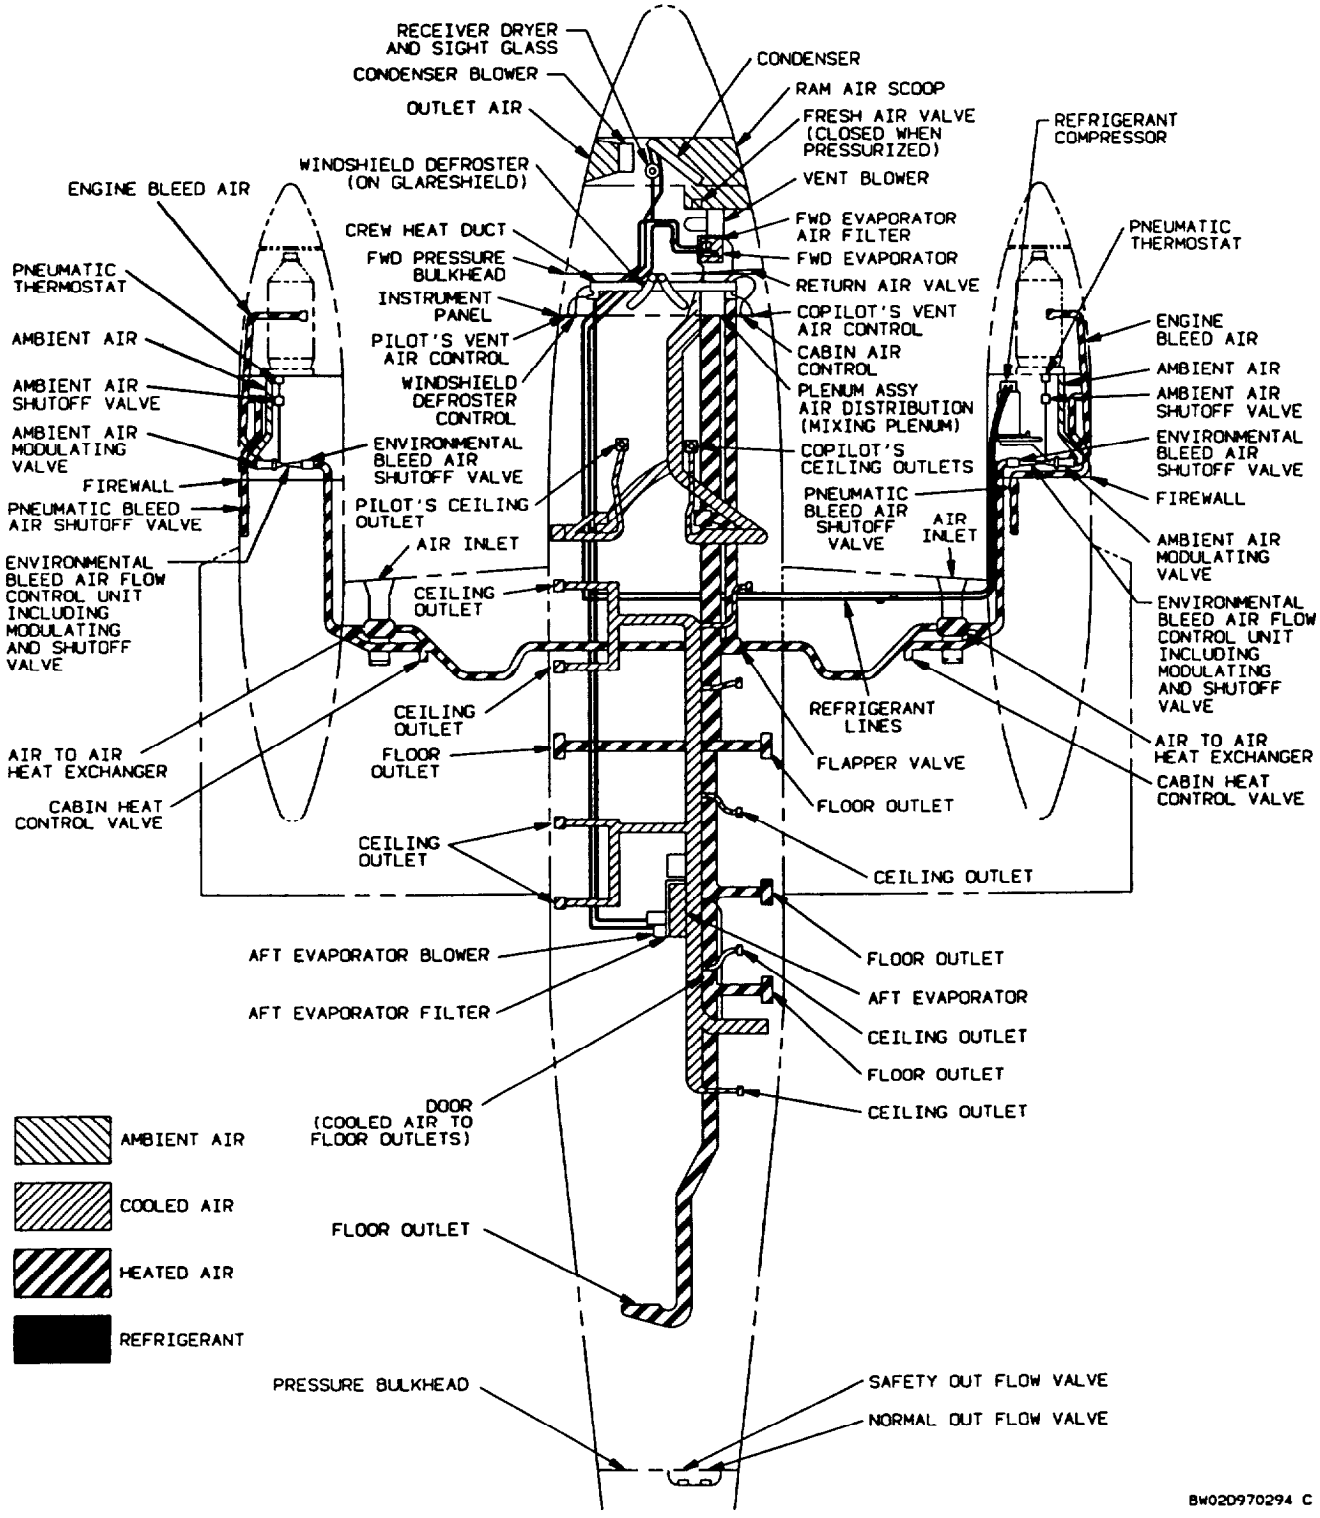

Figure 2-26. Environmental System
Warm air for heating the cockpit and cabin and for defrosting the windshield is provided by bleed air from both engines. Engine bleed air is combined with ambient air in the heating and pressurization flow control unit in each engine nacelle. If the mixed bleed air is too warm for cockpit comfort, it is cooled by being routed through an air-to-air heat exchanger located in the forward portion of each inboard wing. If the mixed bleed air is not too warm, the air-to-air heat exchangers are bypassed. The mixed bleed air is then ducted to a mixing plenum, where it is mixed with cabin recirculated air. The warm air is then ducted to the cockpit outlets, windshield defroster outlets, and floor outlets in the cabin compartment. The environmental system is shown in figure 2-26.
a. Description. Cabin air conditioning is provided by a refrigerant-gas, vapor-cycle refrigeration system (fig. 2-26). The system consists of a belt-driven engine-mounted compressor, installed on the # 2 engine accessory section, refrigerant plumbing, N_1 speed switch, high and low pressure protection switches, condenser coil, condenser underpressure switch, condenser blower, forward and aft evaporators, receiver-dryer, expansion valve, and a bypass valve. The plumbing from the compressor is routed through the